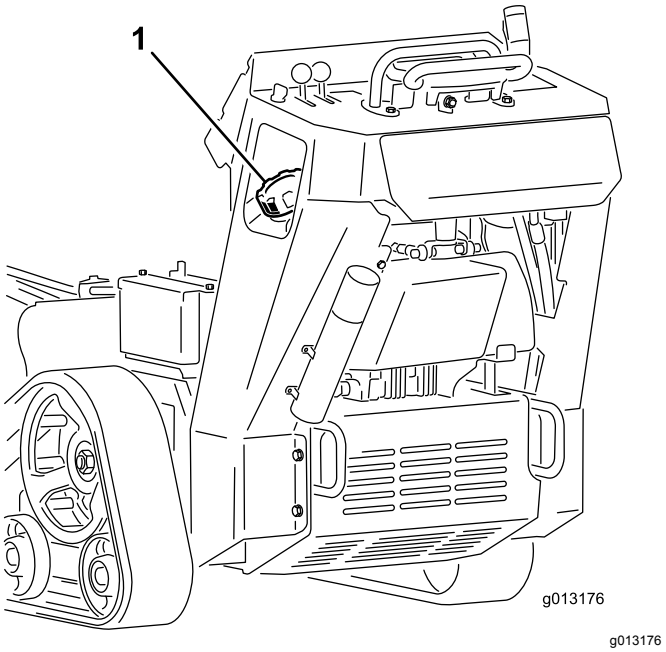

Figuur 15
3. Reinig de omgeving van de tankdop en verwijder deze (Figuur 15).